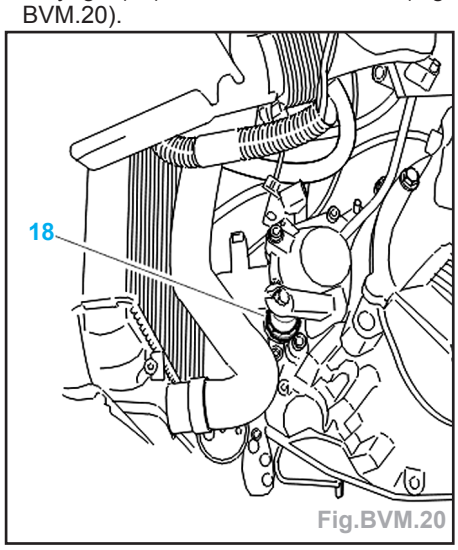

Fig.BVM.20
- Ecarter le cylindre récepteur d'embrayage (18) sans ouvrir le circuit (Fig. BVM.20).
- Mettre en place le cylindre récepteur d'embrayage (18) et serrer ses vis à 2 daN.m (Fig.BVM.20).